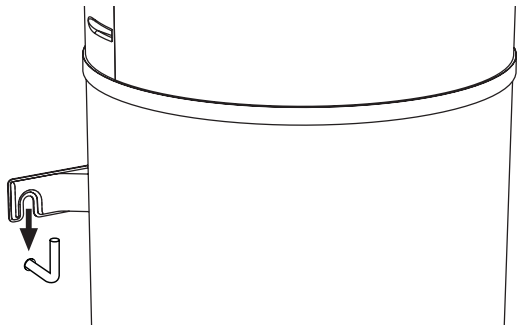

fig. 51 - Fissaggio alla parete
- Agganciare la caldaia con l'apposita staffa di fissaggio (fig. 51).